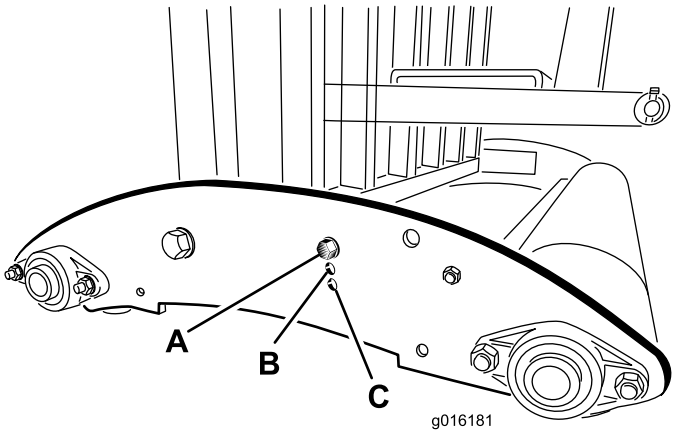

Figur 29
**Merk:** På modellene SR54–S og SR70–S, fest endene på rørene til monteringshullene på nedre sideplate hvis luftemaskinens pipedybde er satt til stilling A (Figur 29). Bruk øvre monteringshull for dybdeinnstillingsposisjoner B eller C.